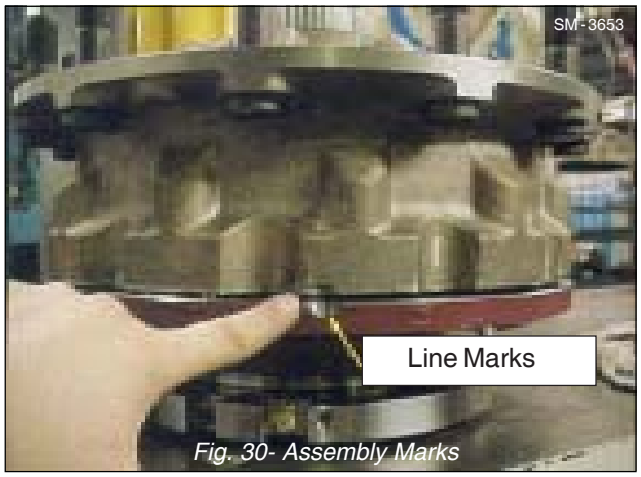

Fig. 30- Assembly Marks
29. Assemble wheel hub (26) onto wheel hub (41) and fit bearing (24) onto carrier (50). Ensure that punched assembly marks on outer diameter of both wheel hubs (26 & 41) line up. Refer to Figs. 30& 31.